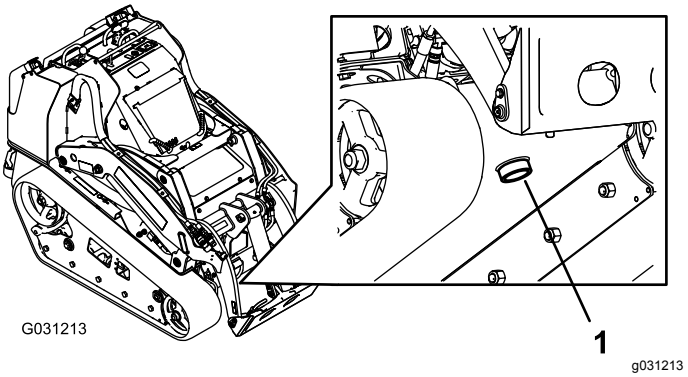

Rysunek 66
7. Umieść duży pojemnik o pojemności co najmniej 57 litrów pod korkiem spustowym z przodu maszyny (Rysunek 66).
8. Odkręć korek spustowy i poczekaj, aż olej ścieknie do pojemnika (Rysunek 66).